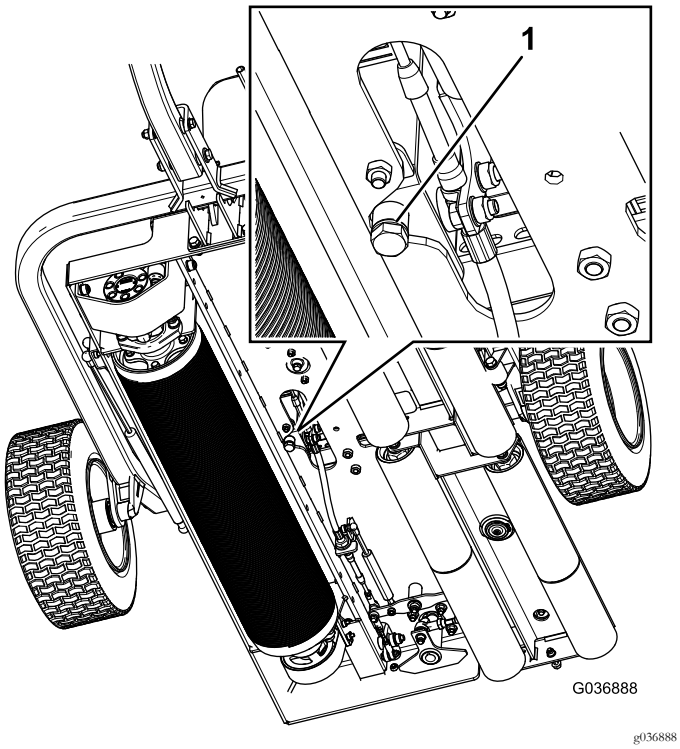

**Figur 36**
1. Plasser et tappefat under tappepluggen på den hydrauliske tanken (Figur 36).
2. Fjern tappepluggen fra bunnen av tanken (Figur 36).